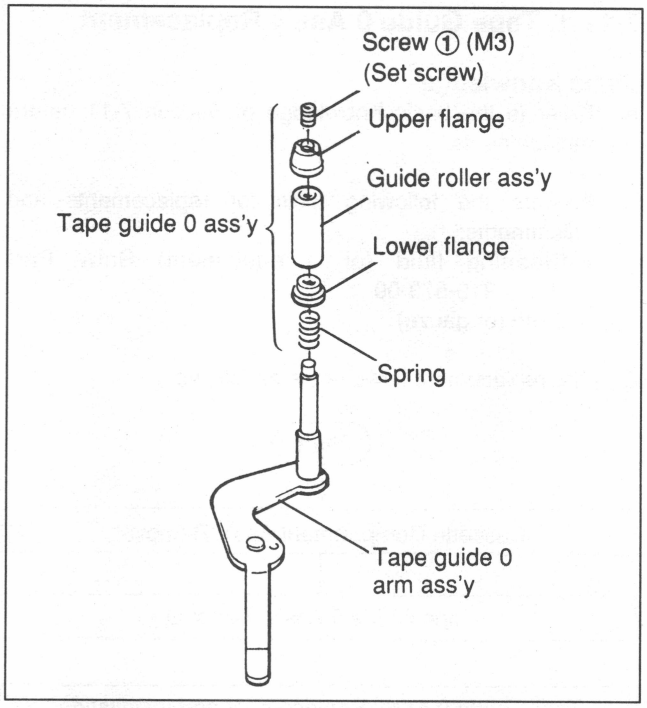

Fig.7-11-3 Tape Guide 0 Ass'y Replacement
2. Tape Guide 0 Ass'y Removal (Fig. 7-11-3)